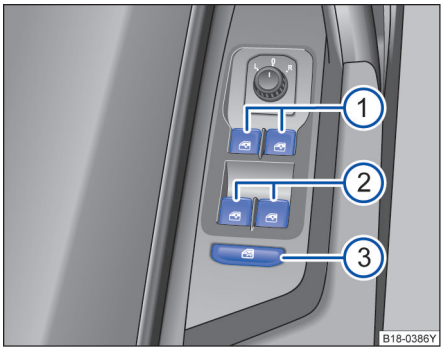

图 31 在驾驶员侧车门内：前部和后部车窗升降器的按钮。
⇒图 31 的图例：
安全按钮⇒图 31③ 停用后车门内的车窗升降器按钮。这时按钮中的黄色指示灯亮起。